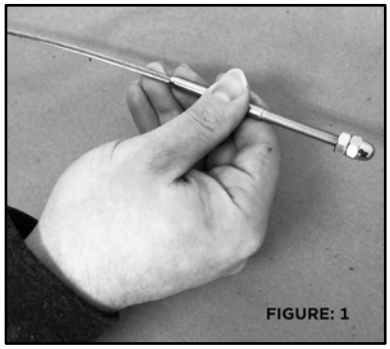

FIGURE: 1
1. Slide the cable that you just ran through your mid posts completely into the end-fitting (FIGURE: 1).